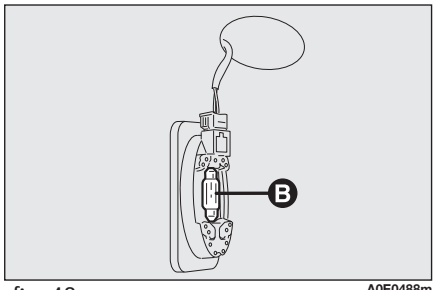

fig. 43 A0E0488m
- ❒ replace the bulb **B-fig. 43** releasing it from the side contacts making sure that the new bulb is correctly clamped between the contacts;